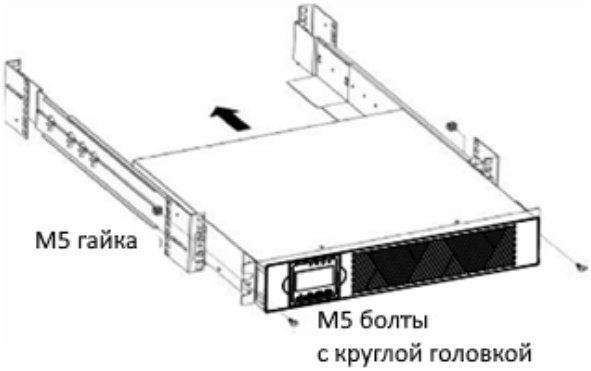

Рисунок 2-7. Установка и крепление ИБП в стойке
9. Задвиньте ИБП в стойку (Рисунок 2-7).
10. Закрепите ИБП к рельсам с помощью винтов с потайной головкой (Рисунок 2-7).